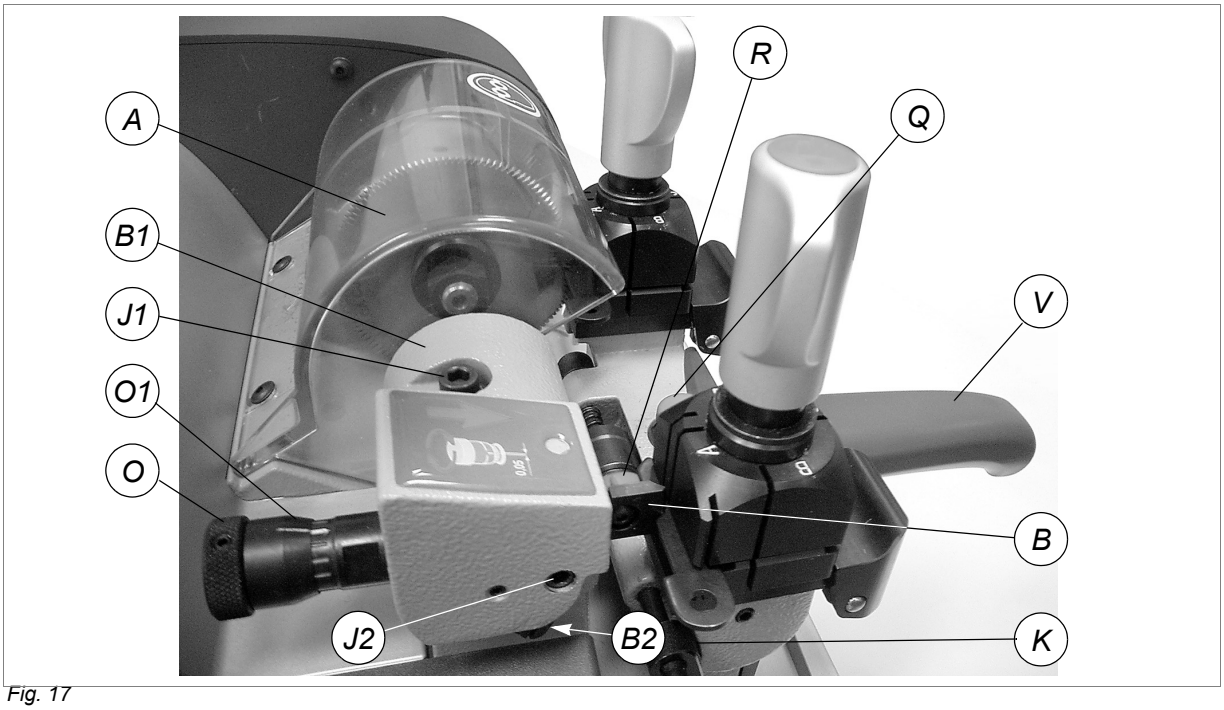

Fig. 17
3) Release the carriage by lowering the knob (V) and pressing the push button (Q) right down (fig. 17, page 15).
a) loosen the screw locking the tracer point (J2) (fig. 17, page 15).
b) turn the knob (O) clockwise to move the tracer point forwards.
c) turn the knob (O) anticlockwise to move the tracer point backwards (each mark on the graduated drum equals a variation of 0.05 mm).
a) with one hand hold still the knurled part of the knob (O).
1) Turn off the master switch (C) to operate safely and prevent activation of the cutting tool.
2) Place the adjusting key in the clamps (fig.17) with the notch facing the cutting tool and tracer point and proceed as follows:
a) ensure that the keys adhere to the clamp and that the callipers (K) are in full contact with the stops.
b) to take the callipers into contact with the keys, rotate the drum (R) towards you (away from you to return to the idle position).
3) Release the carriage by lowering the knob (V) and pressing the push button (Q) right down (fig.17).
4) Move the adjusting key so that the notch comes into contact with the cutting tool (A) and tracer point (B).
a) loosen the screw (J1) to move the tracer point (fig.17).
8) Lower the carriage by means of the handle (V) (it will engage automatically).